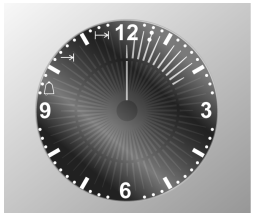

Fig. 2
- use the + / - keys to set the required time; the display will illuminate **one segment** for each minute set (**Fig. 2** shows a cooking time of 10 minutes).